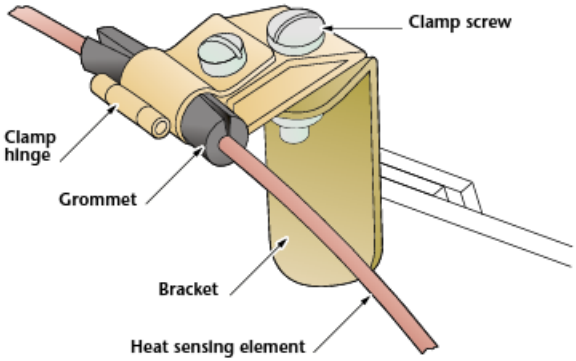

Figure 8-2-16. Typical fire detector loop clamp.
- Proper sensing element routing and clamping (Figure 8-2-16). Long unsupported sections can permit excessive vibration that can cause breakage. The distance between clamps on straight runs is usually about 8 to 10 inches and is specified by each manufacturer. At end connectors, the first support clamp is usually about 4 to 6 inches from the end connector fittings. In most cases, a straight run of 1 inch is maintained from all connectors before a bend is started, and an optimum bend radius of 3 inches is normally used.
- Correct grommet installation. The grommets are installed on the sensing element to prevent the element from chafing on the clamp. The slit end of the grommet should face the outside of the nearest bend. Clamps and grommets (Figure 8-2-16) should fit the element snugly.